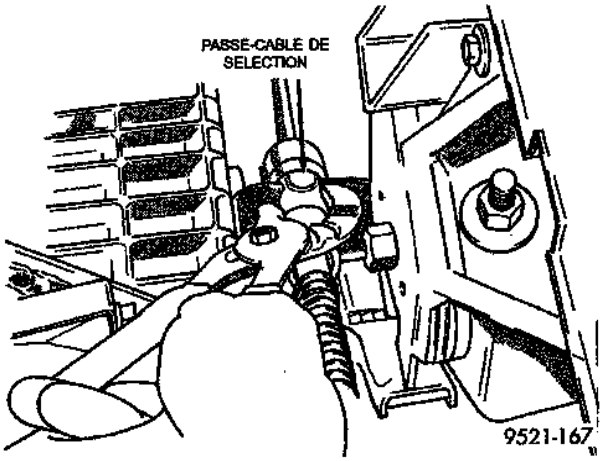
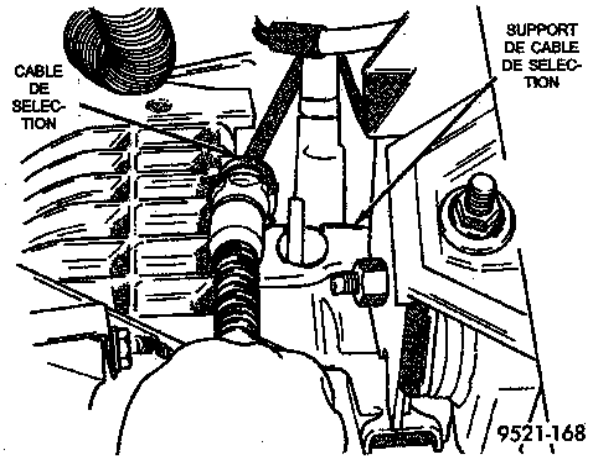

*Fig. 37 Agrafes de passe-câble*
*Fig. 38 Dépose du câble du support*
(3) Pincer les agrafes de passe-câble et déposer le câble au support de la boîte-pont (Fig. 37) (Fig. 38).
(4) Déposer du support du tube de jauge le connecteur à 16 voies de câblage du moteur. Déposer l'écrou